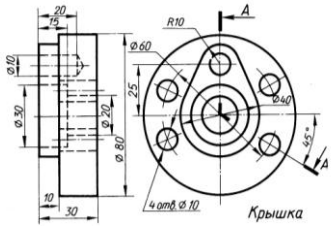

Рисунок 7 – Деталь «крышка»
14. Выполнить изображения главного вида и вида слева детали «крышка» (рисунок 7). Построить изображение сложного ломаного разреза А-А по данной секущей плоскости. Нанести размеры и сделать обозначения.